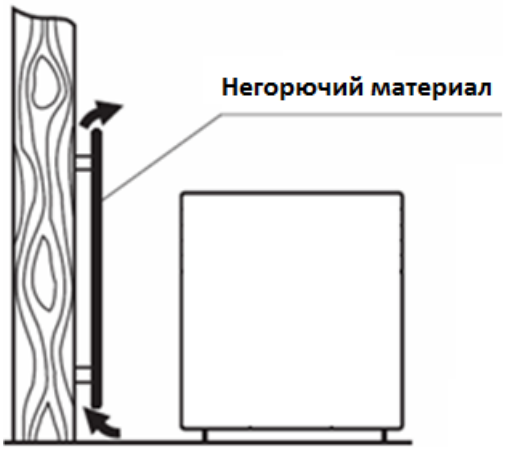

Рис. 7
- Для уменьшения расстояния до легковоспламеняющихся материалов установите негорючий защитный экран (рис. 7 п.9).
Пример монтажа теплозащитного экрана для защиты от теплового излучения (см. рис. 7). Необходимо убедиться, что температура на поверхности горючих материалов за теплозащитным экраном не превышает 80 °C.